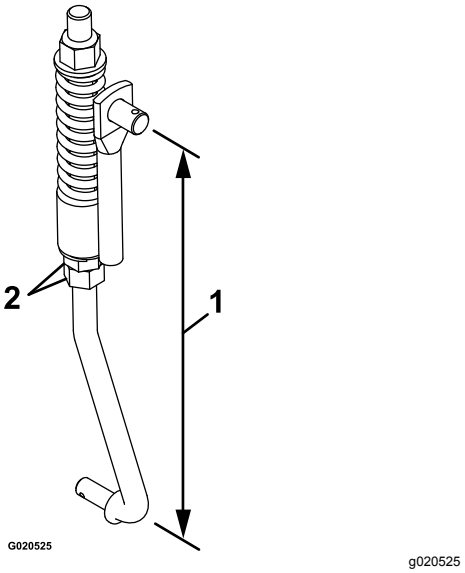

Figur 58
8. Justera längden på länkaget med de två muttrarna som sitter längst ned på den lodräta fjäderenheten (Figur 58).